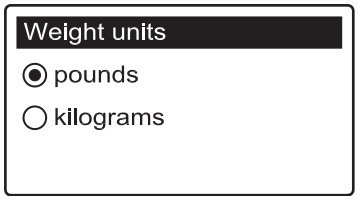

FIG. 42
5. Press the SELECT (○) button to display the Weight units menu (See Figure 42).